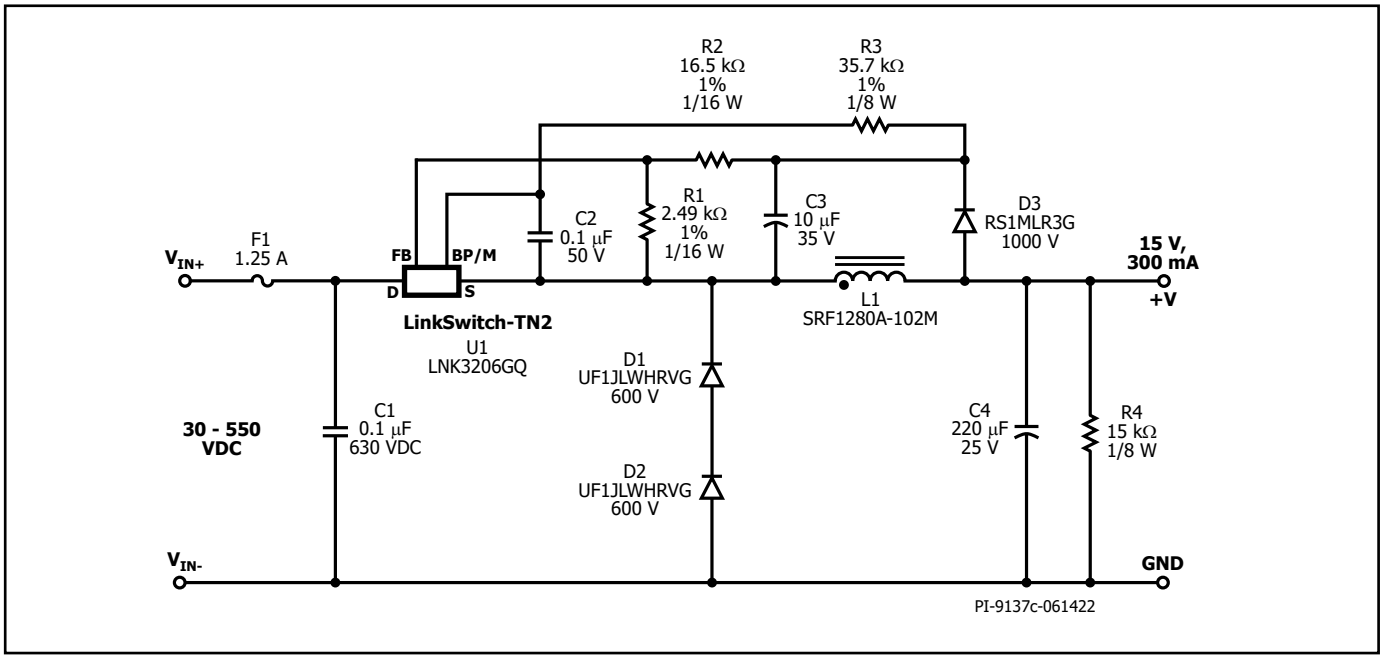

Figure 7. 30 VDC – 550 VDC, 15 V, 300 mA Constant Voltage Power Supply using LinkSwitch-TN2 Automotive.
The circuit shown in Figure 7 is typical implementation of a 15 V, 300 mA non-isolated power supply used in automotive application. DC voltage from a battery source will be the input to the buck converter. The buck converter circuit was designed to meet AEC-Q100 Grade 3 temperature requirement of -40 °C to +85 °C.
Regulation is maintained by skipping switching cycles. As the output voltage rises, the current into the FEEDBACK pin will rise. If this exceed I_{FB} then subsequent cycle will be skipped until the current is reduces below I_{FB}. Thus, as the output load is reduced, more cycles will be skipped and if the load increases, fewer cycles are skipped. To provide overload protection if no cycles are skipped during 50 ms period, LinkSwitch-TN2 Automotive will enter auto-restart, limiting the average output power to approximately 3% of the maximum overload power. Due to tracking errors between the output voltage and the voltage across C3 at light load or no-load, a small pre-load may be required (R4). For the design in Figure 7, if regulation to zero load is required, then this value should be reduced to 5 kΩ.
Referring to Figure 7, the following considerations may be helpful in selecting components for a LinkSwitch-TN2 Automotive design. Selected component should be AEC compliant due to automotive application.
Figures 8 are printed circuit board layout design examples for the circuit schematic shown in Figure 7. The loop area 1 formed by LinkSwitch-TN2 (U1), free-wheeling diodes (D1, D2), and input bypass capacitor (C1) should be kept as small as possible. The loop area 2 formed by inductor (L1), output filter capacitor (C4) and free-wheeling diodes (D1, D2) should also be kept as small as possible. The BYPASS pin capacitor C2 should be located physically close to the BYPASS (BP) and SOURCE (S) pins. Effective decoupling capacitor C1 placement should be close to the DRAIN (D) pin. For a clean feedback signal, Feedback diode (D3) should be star connected to output cap (C4). Trace from output cap (C4) to Feedback diode (D3) should be space out properly away from switching nodes.